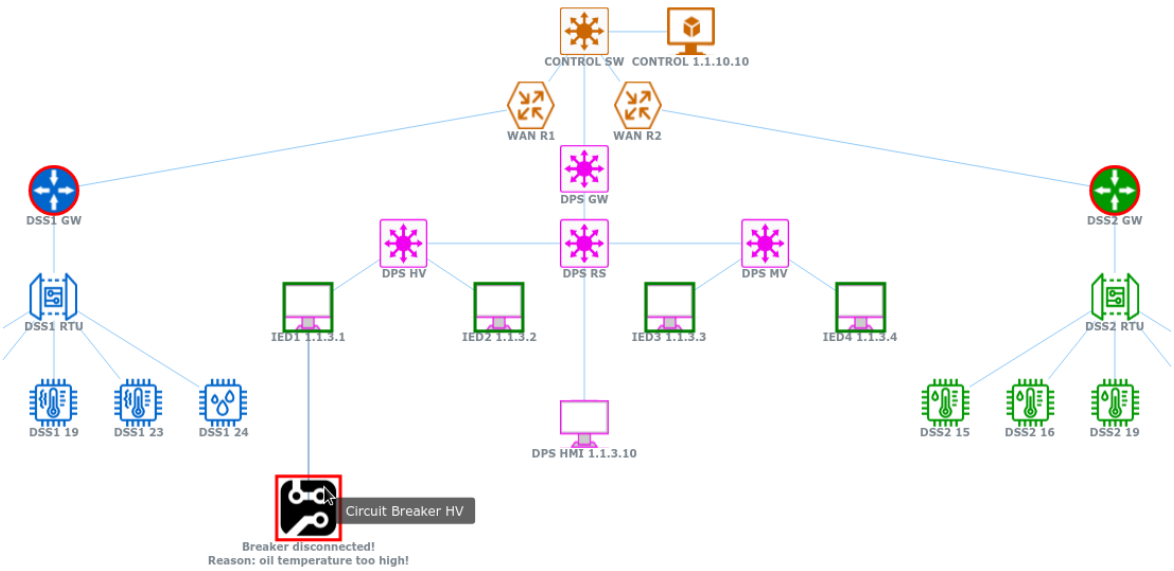

Figure 13 – False data injection attack triggering the circuit breaker
- *sgsim_attack_goose_fdi* – the attack sends modified GOOSE messages with floating-point data value changed from the 5 range to 10 range, simulating a value, which would result to circuit breaker trigger (for example too high oil temperature, too high phase, etc.). The attack can be verified in the SCADA simulation as shown in Figure 13.